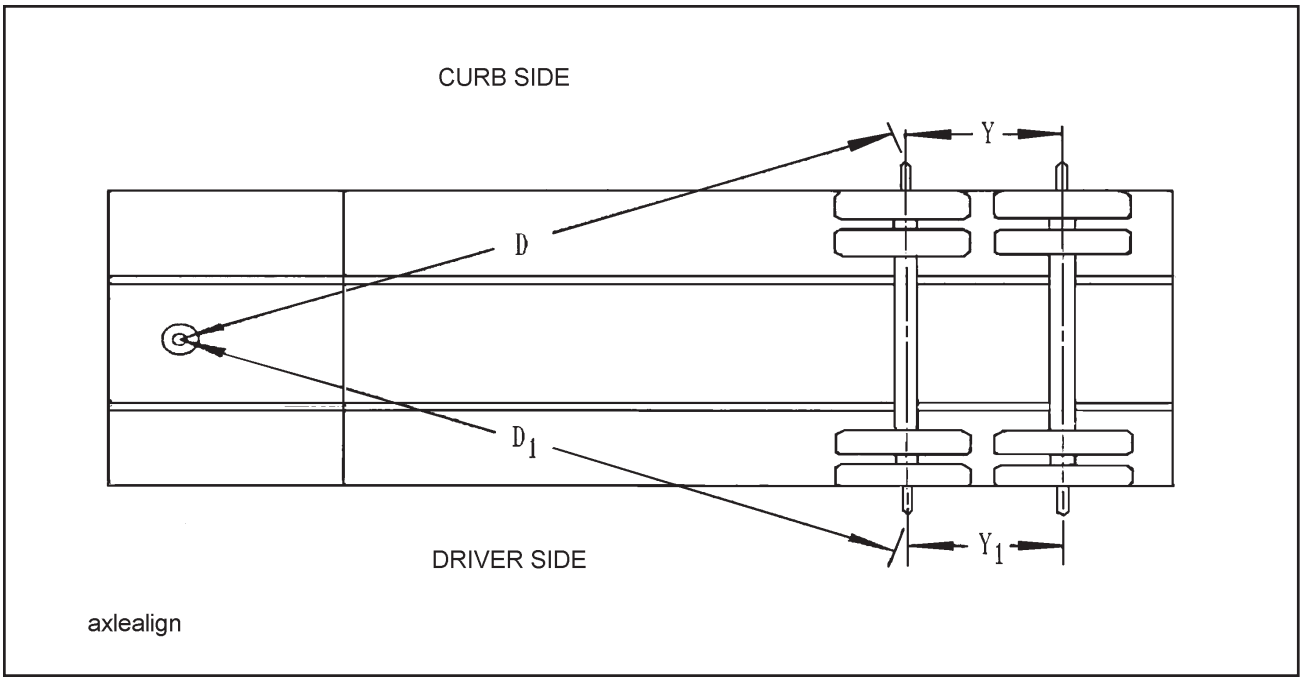

Figure 4-9 Checking Axle Alignment
4. Measure (D) from the plumb bob to the center point on one end of the axle. Record this measurement **(See Figure 4-9)**.
5. Measure (D1) to the other end of the axle in the same manner as in **Step 4.** Record this measurement **(See Figure 4-9).**